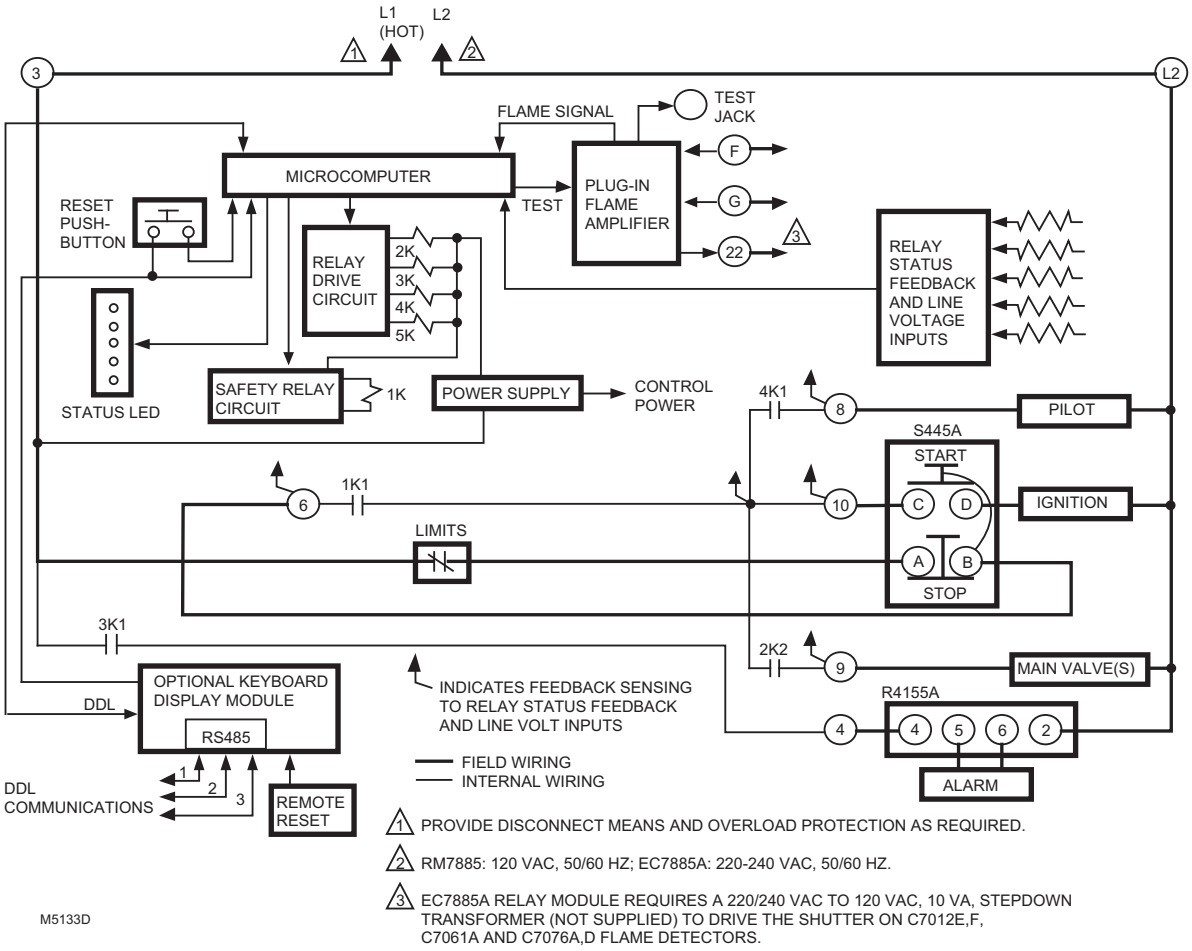

Fig. 2. Internal block diagram of RM7885A (see Fig. 2 through 6 for detailed wiring instructions).
1. *Wiring connections for the relay modules are unique; refer to Fig. 2 or the appropriate Specifications for proper subbase wiring.*
1. For proper subbase wiring and sequence chart, refer to Fig. 2. For other possible wiring hookups, see Fig. 3 through 6.